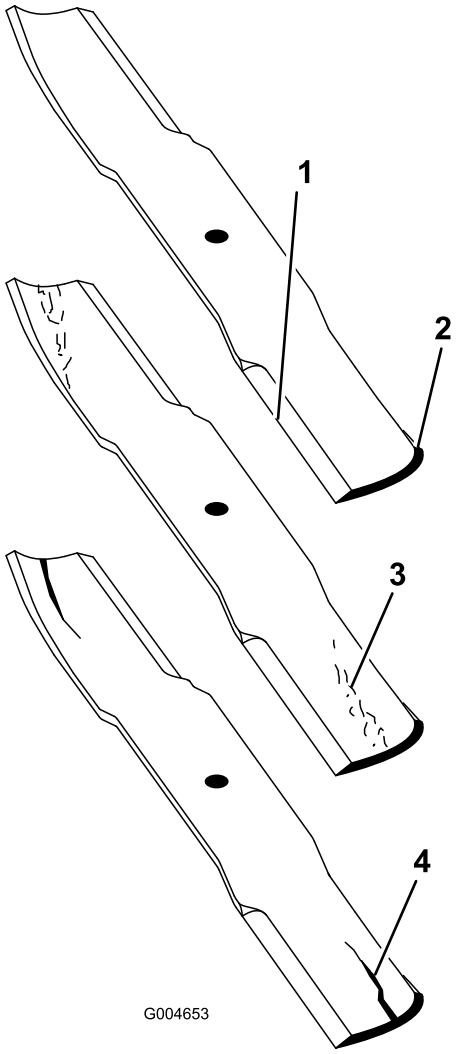

Figur 65
1. Efterse skærekanterne (Figur 65). Hvis kanterne ikke er skarpe, eller hvis de har hakker, skal skæreknivene afmonteres og slibes. Se afsnittet Slibning af skæreknivene.
2. Efterse skæreknivene, især sejlområdet (Figur 65). Hvis skærekniven er beskadiget eller slidt, eller hvis der er antydning af en revne i dette område (Figur 65), skal du straks montere en ny skærekniv.